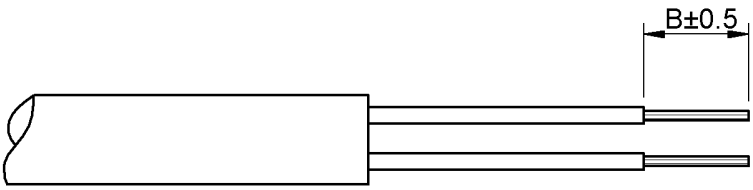

Fig. 7
Step 1.5: Strip the wires (Fig. 7) as per TAB. 1 and make sure not to damage or cut the cable strands.